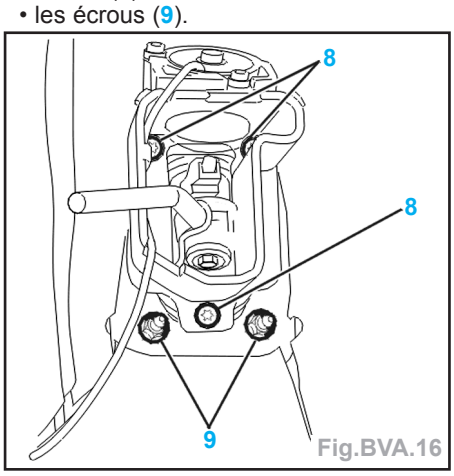

Fig.BVA.16
- Déposer (Fig.BVA.16) :
- les vis (8),
- les écrous (9).